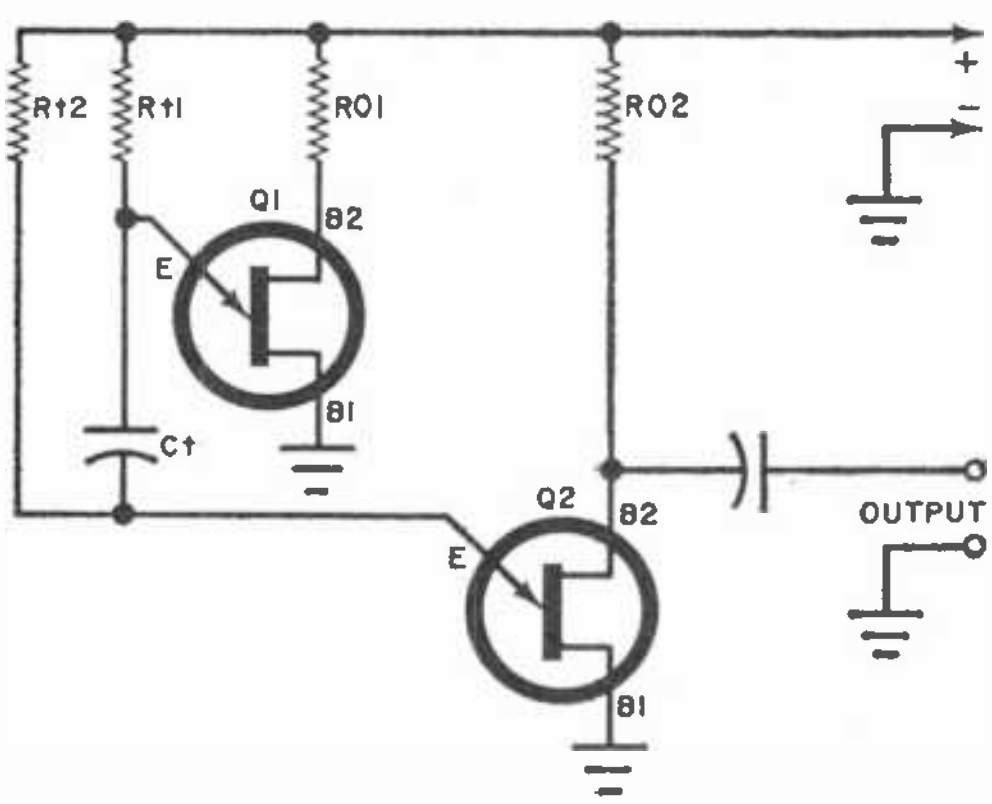

**FIGURE 5**
**Square-Wave Generator.** The circuit of a square-wave generator (actually a dual-UJT multivibrator) is shown in Fig. 5. This circuit generates excellent square waves within the frequency range of efficient operation of the unijunction transistors.